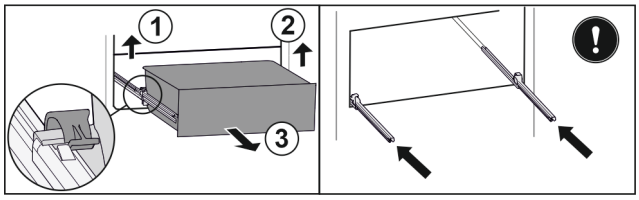

Fig. 183
- ▶ Ridicați clema din stânga și trageți concomitent sertarul din stânga spre înainte. *Fig. 183 (1)*
- ▶ Ridicați clema din dreapta și trageți concomitent sertarul din dreapta spre înainte. *Fig. 183 (2)*
- ▶ Extrageți sertarul spre înainte. *Fig. 183 (3)*